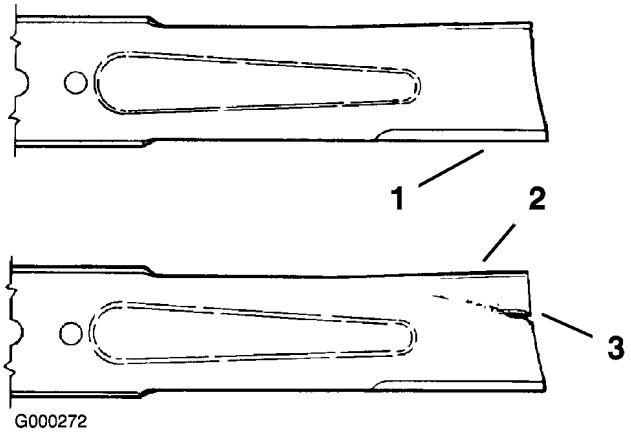

Figur 76
1. Kontrollera eggarna (Figur 76). Om eggarna är slöa eller har hack ska de tas bort och slipas. Se Slipa knivarna.
2. Kontrollera knivarna, speciellt den böjda delen (Figur 76). Montera omedelbart en ny kniv om du upptäcker skador, slitage eller spårbildning i detta område (Figur 76).